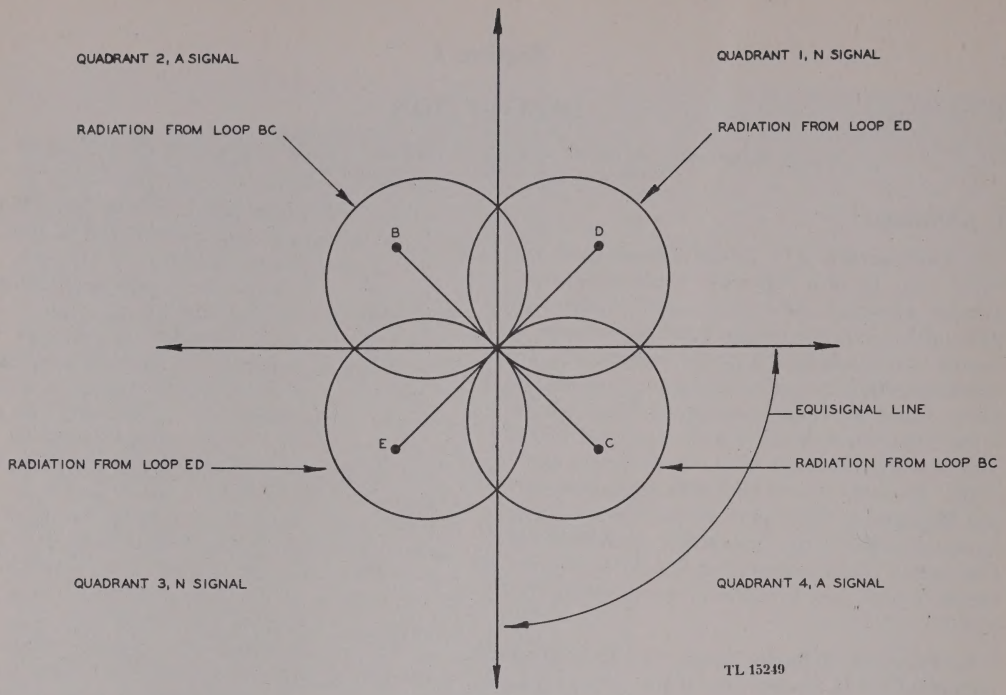

Figure 2. Radio range pattern.
(2) Remote Control Unit RM-45-A, used with one Microphone T-32 and two pairs of telephone lines connected to the transmitter, provides positive control of the transmitter for start, stop, and throw-over to voice broadcast from a remote position.
b. Function of Radio Range. (1) Radio is an important aid in navigation. Of the various types of directive radio beacons developed for aircraft use, the radio range equisignal beacon system has had by far the widest application. The radio range station in common use consists of a transmitter which is located on the ground and uses two crossed-loop or Adcock antennas which are alternately excited. The directional characteristics of the crossed antennas are shown in figure 2. Note that in certain directions the signals from the two antennas are of equal strength (equisignal line).
(2) The two antennas send out complementary A-N signals so that the signal heard along the equisignal line is a continuous tone, while at points to the side of this equisignal course either an A or N signal is received, depending on the quadrant from which it is heard. In figure 2, the A signal is heard in quadrants 2 and 4, and the N signal in quadrants 1 and 3.